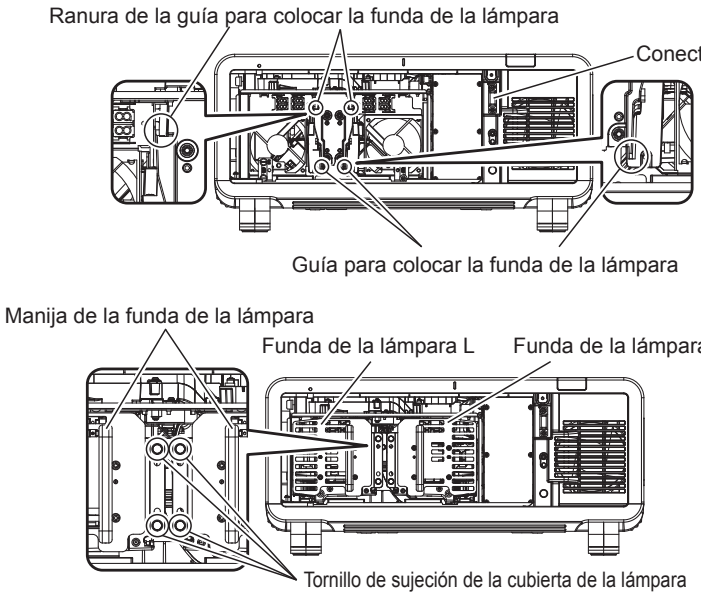

Figura 1
3) Monte la funda de la lámpara. (Figura 1)